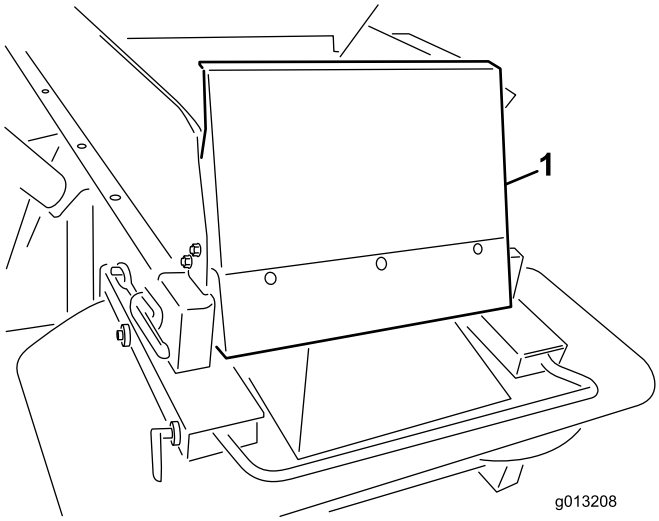

Rysunek 7
6. Zamontuj osłonę kosz samowyładowczego za pomocą dostarczonych śrub z łbem półokrągłym 1/4 x 5/8 cala i nylonowych przeciwnakrętek (Rysunek 7).